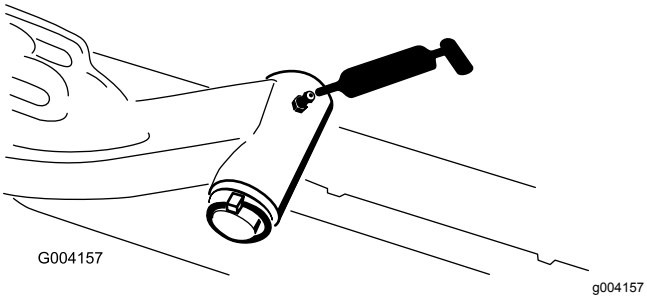

**Figur 50**
- Lyftarmens svängaxel (1 var) (Figur 50)